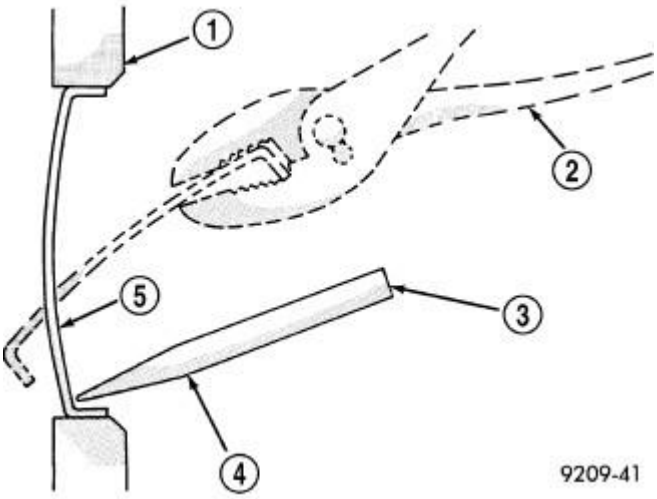

**Fig. 197: Core Hole Plug Removal**
Using a blunt tool such as a drift (4) and a hammer, strike the bottom edge of the cup plug (5). With the cup plug (5) rotated, grasp firmly with pliers (2) or other suitable tool and remove plug. Refer to **Fig. 197**.